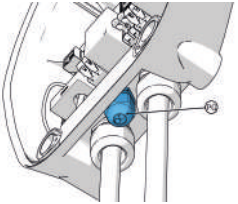

Fig. 3a
- Pour **Dazebox C,** représenté en Figures 3a et 4a, le câble réseau blindé doit passer par un trou du presse-câble (PG), en brisant le fond aveugle à l'aide d'un tournevis. Ce presse-câble possède deux trous aveugles Ø5 mm, l'un destiné au Power Manager, l'autre pour le câble bipolaire de la bobine de déconnexion (consulter le manuel d'installation de Dazebox C).